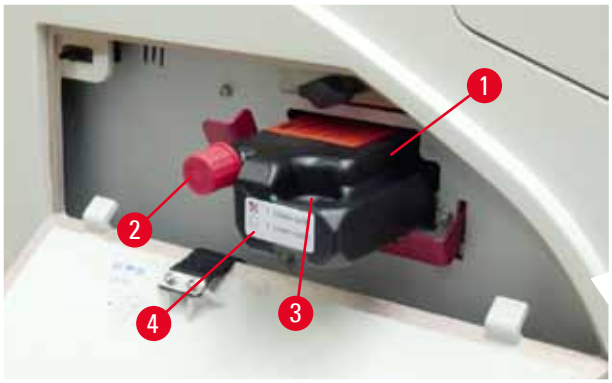

Abb. 54
3. Die Schutzfolie entfernen und die Kartusche etwa bis zur Hälfte in den Kartuschenschacht schieben (→ "Abb. 54").